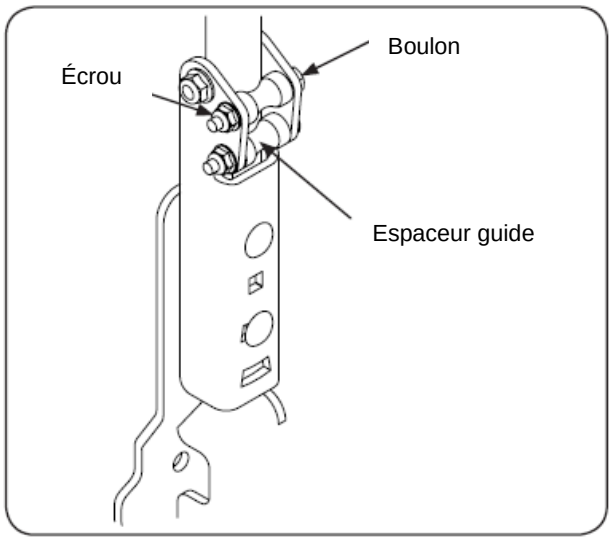

Figure 3-6
2. Insérez les boulons au travers du guide séparateur à partir de l'extérieur ainsi que les trous du support pivotant. Fixez-les avec les écrous de blocage. Consultez la Figure 3-6.